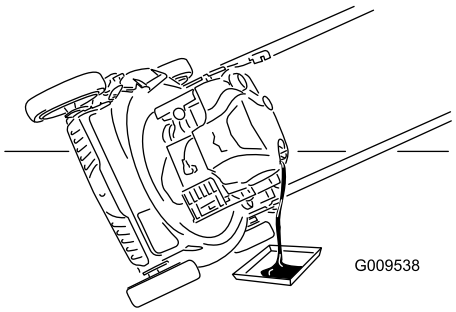

Figur 20
7. Lägg maskinen på sidan med påfyllningsröret nedåt för att tömma ut oljan genom påfyllningsröret i kärlet (Figur 20).